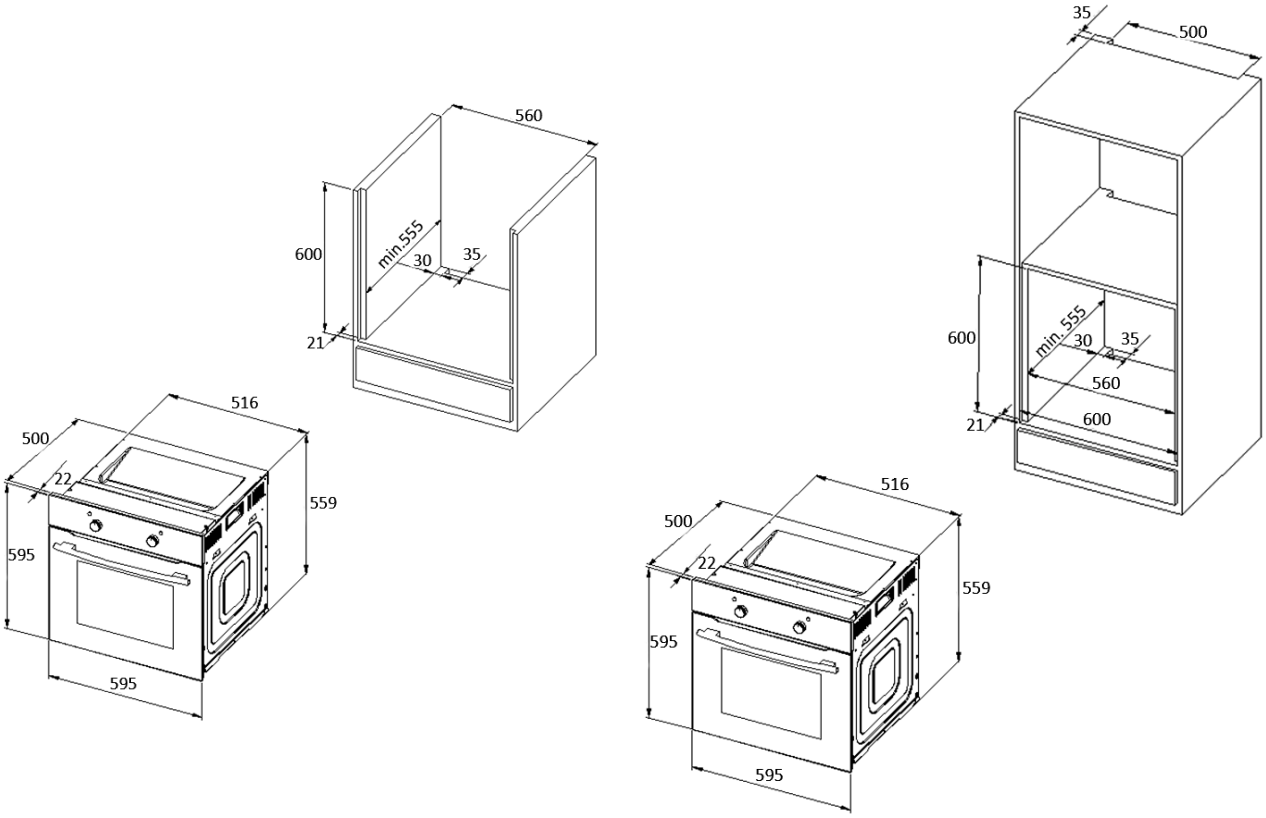

Abb. 1
1. Die Öffnung des Umbauschranks muss über die auf Abbildung 1 genannten Abmessungen verfügen. Passen Sie das Gerät in die Öffnung ein.